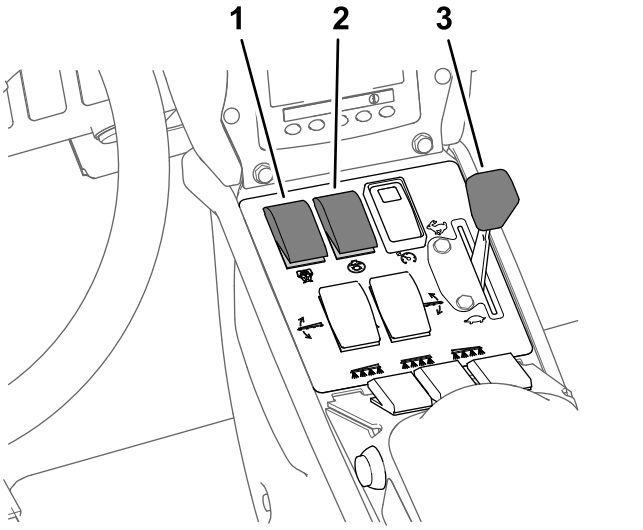

**Figur 40**
8. Slå PÅ omrörningsomkopplaren och sprutpumpomkopplaren (Figur 40).
9. För gasreglaget till det SNABBA läget (Figur 40).
**Obs:** Den här proceduren förutsätter att sprutpumpen är påslagen. Se Figur 40 i Spridning i spruthastighetsläget (sida 36).
4. För gasreglaget till den hastighet du vill använda för spridning. Se Figur 40 i Spridning i spruthastighetsläget (sida 36).